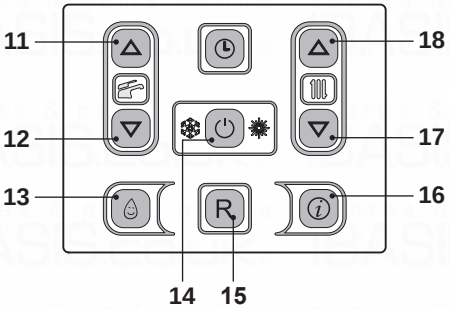
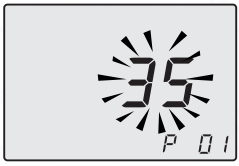

Fig. 7.49
Fig. 7.50
- Enter the ”programming mode” by pressing keys 14 - 17 - 18 (Fig. 7.49) for 10 seconds at the same time until the letters **P01** are displayed on the LCD display and the value of the parameter (35=Inovia 25C ERP, 36=Inovia 30C ERP or 37=Inovia 35C ERP), indicating that ”parameter 01” (Fig. 7.50) has been activated.
- Press keys 11 or 12 to change the value and confirm the value of the parameter with key 14.
- Press keys 17 or 18 (Fig. 7.49) to exit without changing the value.